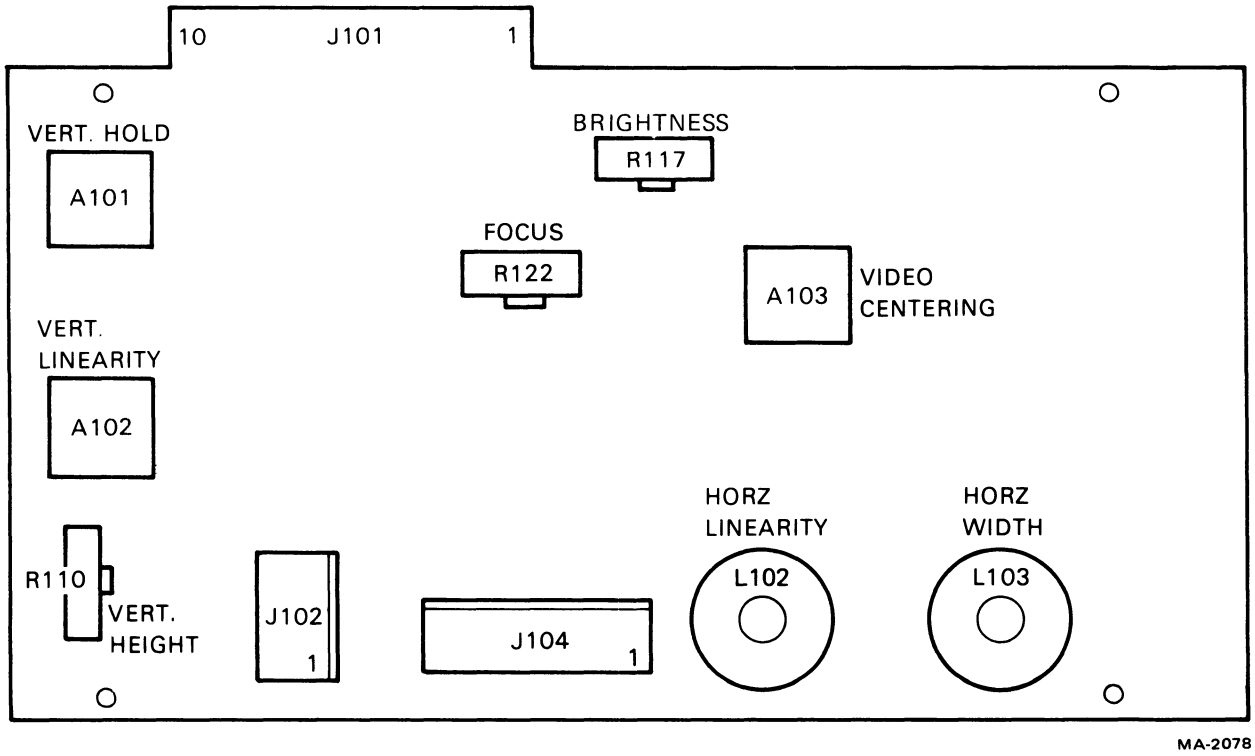

Figure 5-2 Ball Video Monitor Board Adjustments
4. Adjust R117 (Figure 5-2) until the display raster is visible. Then back off on the adjustment until the raster disappears.
4. Adjust R122 (Figure 5-2) for the best overall character presentation.